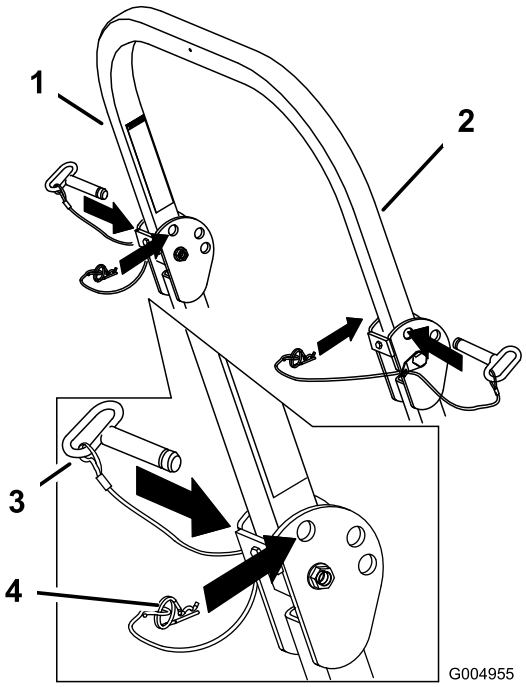

**Figuur 8**
1. Maak de R-pennen los en verwijder de twee pennen (Figuur 8).
3. Plaats de twee pennen en zet deze vast met de R-pennen (Figuur 8).
4. Om de rolbeugel omhoog te klappen, moet u de R-pennen losmaken en de twee pennen verwijderen (Figuur 8).
5. Klap de rolbeugel omhoog, plaats de twee pennen en zet deze vast met de R-pennen (Figuur 8).